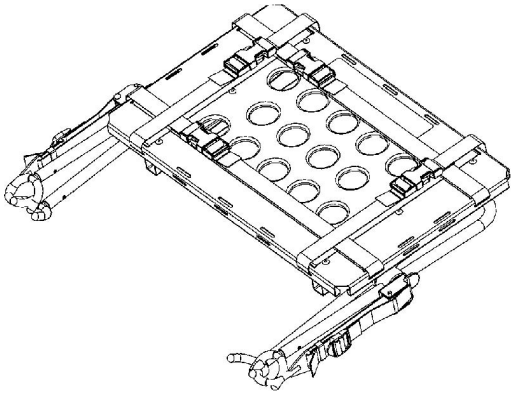

Figura 54
1. Coloque la plataforma para desfibrilador en la posición de almacenamiento tal como se muestra en la Figura 54.